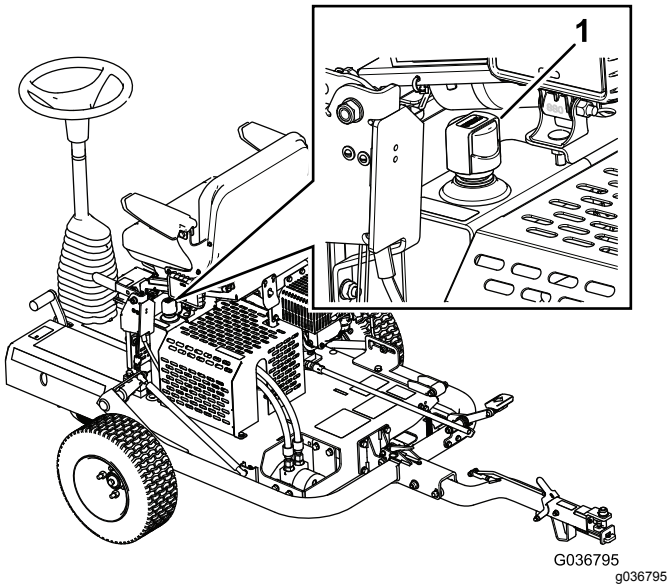

Rysunek 21
3. Odkręć korek zbiornika oleju hydraulicznego i sprawdź poziom oleju na wskaźniku (Rysunek 21).